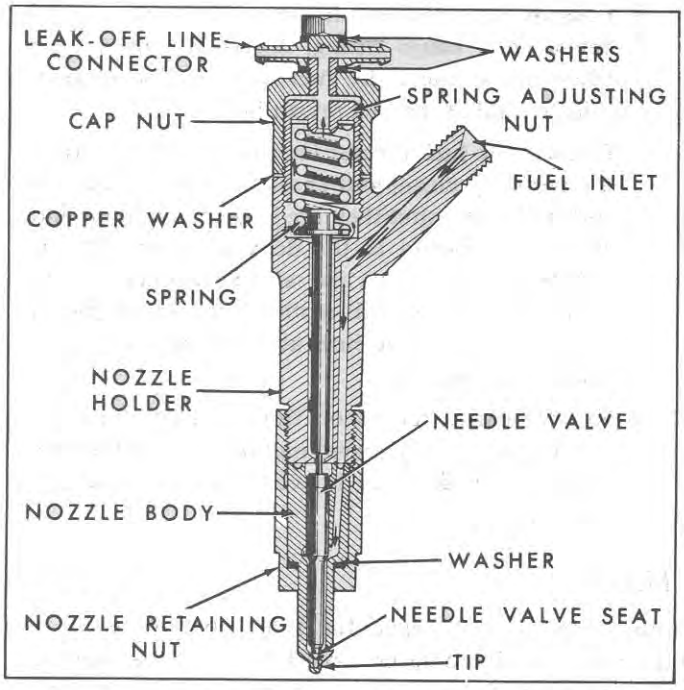
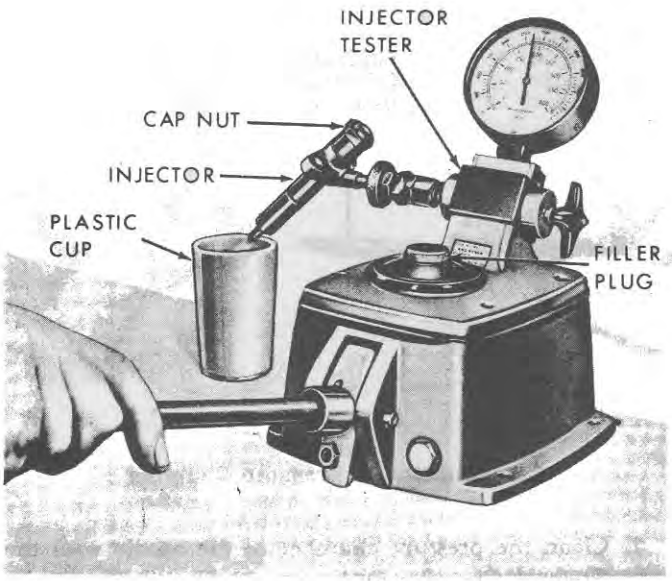

Figure 25
Figure 28
A sectional view of an injector is shown in Figure 25. Fuel from the injection pump enters the injector fuel inlet and passes through the injector body before reaching the nozzle valve seat. The pressure of the fuel from the injection pump causes the needle valve to open against the action of the injector spring. Fuel is then forced in a highly atomized state through the holes in the nozzle tip. When the pressure from the injection pump drops off, the injector spring forces the needle valve back on its seat. A small amount of fuel leaks up between the needle valve sleeve and the nozzle body, thus providing lubrication. The excess fuel rises to the top of the injector where it is gradually forced back to the fuel tank through the injector leak-off line.
Fill the Injector Tester, page 32, Figure 28, with calibrating fuel oil and leave the filler plug loose. It is important that this plug be loose to prevent the forming of a vacuum inside the tester when the fuel oil is pumped out during the testing operation. Prime the tester by pumping the handle (approximately 16 strokes) until calibrating fuel oil is emitted from the tester line.
1. **Nozzle Opening Pressure:** Pump the injector tester, Figure 28, and observe the gauge reading at which the nozzle "pops off". The nozzle opening pressure should be between 2720-2794 psi (190.4-196.4 kg/sq. cm). To adjust the pressure, remove the cap nut, Figure 25, and tighten or loosen the spring adjusting nut as required.